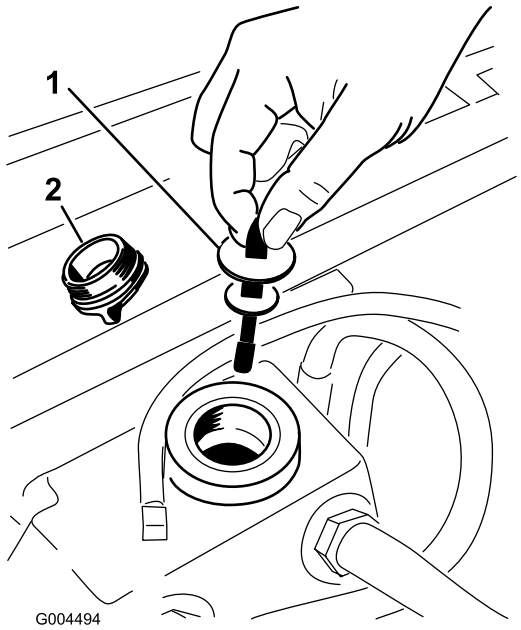

Figura 60
5. Retire el tapón de llenado de aceite hidráulico del cuello de llenado (Figura 60).
6. Retire la varilla y límpiela con un paño limpio (Figura 60).
7. Inserte la varilla en el cuello de llenado; luego retírela y compruebe el nivel del fluido (Figura 60).